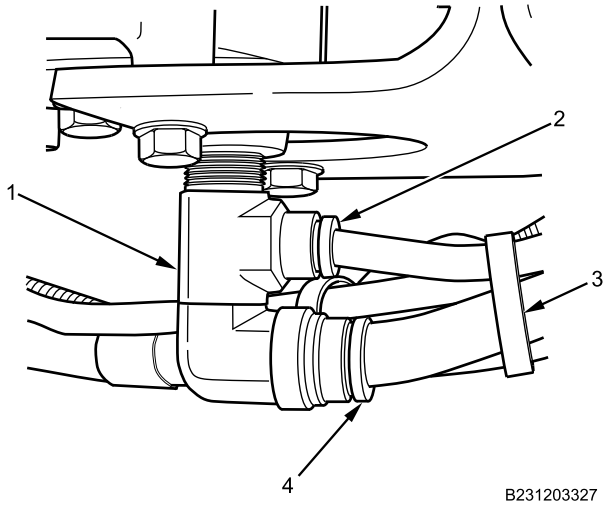

Figure 7. Air Dryer Connections.
7. Connect air dryer governor supply air line connection (Figure 7, Item 2) on air dryer (Figure 7, Item 1).
8. Connect air dryer delivery air line connection (Figure 7, Item 4) on air dryer (Figure 7, Item 1).
9. Install new cable lock strap (Figure 7, Item 3) on air lines.